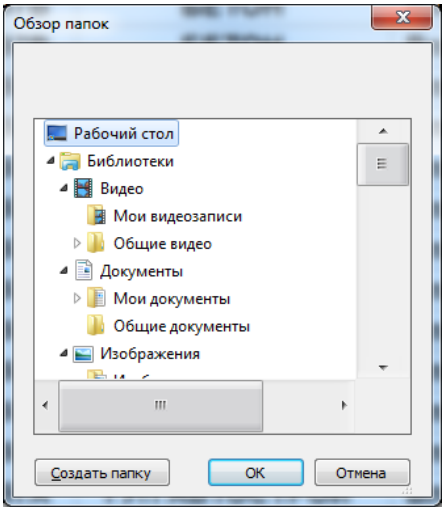

Рисунок 14 – Окно выбора внешнего носителя при «Экспорте»
4.6.1.14 При нажатии клавиши «**Экспорт**» отображается системное окно выбора внешнего носителя (см. Рисунок 14)